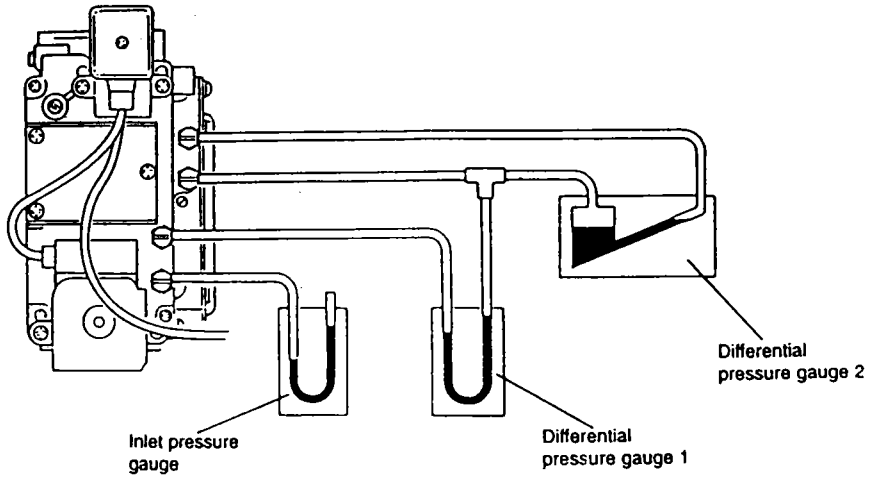

Fig.28
1. Turn off the gas service cock. Fit a pressure gauge to the gas inlet pressure test point on the gas control valve. Connect a differential pressure gauge or 'U' tube manometer between the burner pressure test point (high pressure side) and the reference pressure test point (low pressure side) on the gas valve (See Fig. 28).
3. Sufficient flexible tube and “T” piece connector to enable these instruments to be connected to the gas valve in the arrangement shown in Fig. 28.
1. Remove sealing screws and connect the two differential pressure gauges to the gas valve as shown in Fig. 28 and remove the adjustment screw sealing cap.